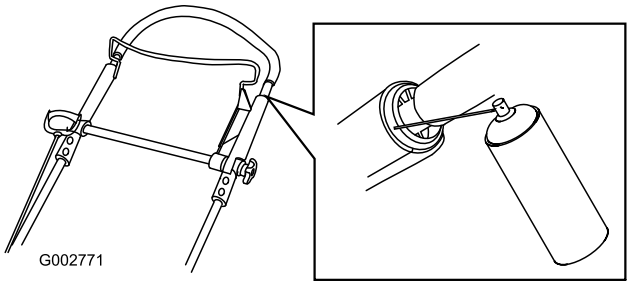

Figur 34
1. Spray den ytre plastenden av det indre håndtaket (Figur 34).